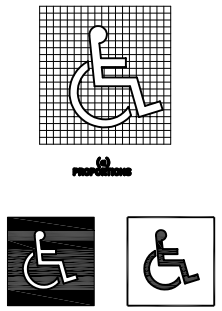

FIG. 43
4.30.5 RAISED OR BRAILLED SYMBOLS. ACCEPTABLE PICTOGRAMS REFERRED TO BY 4.1 SHALL BE ACCOMPANIED BY THE WORDS DESCRIBING THE SYMBOL. THE SYMBOL SHALL BE MADE AS SHOWN IN FIG. 43.